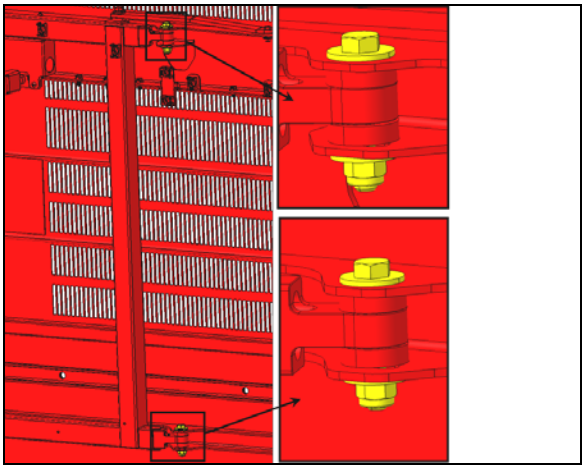

FIGURE 47
4. If the vertical position is out of tolerance, rotate the door using the adjustment provided on the inner side of the door, at the attachment points between the arm and the door (**FIGURE 47**).